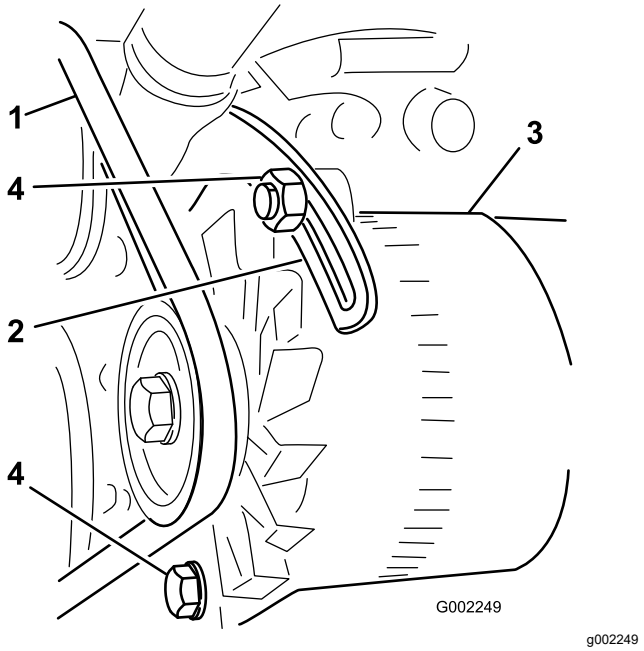

Рисунок 106
3. Ослабьте болт в оси поворота генератора; ослабьте болт крепления генератора к скобе с пазом (Рисунок 106).